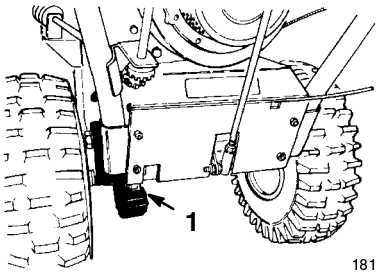

Figure 33
2. Lightly lubricate the drive chain with chain lubricant (Fig. 33).